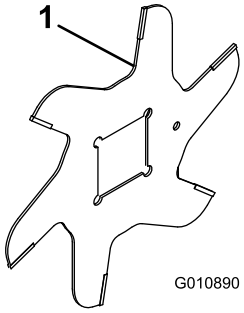

Figur 12
1. Montera en cylinderkniv (Figur 12).
4. Montera nästa kniv medurs så att styrhålet (Figur 12) inte är linje med hålet i den första kniven utan förskjuts med ett avstånd lika stort som flatsidan på axeln.